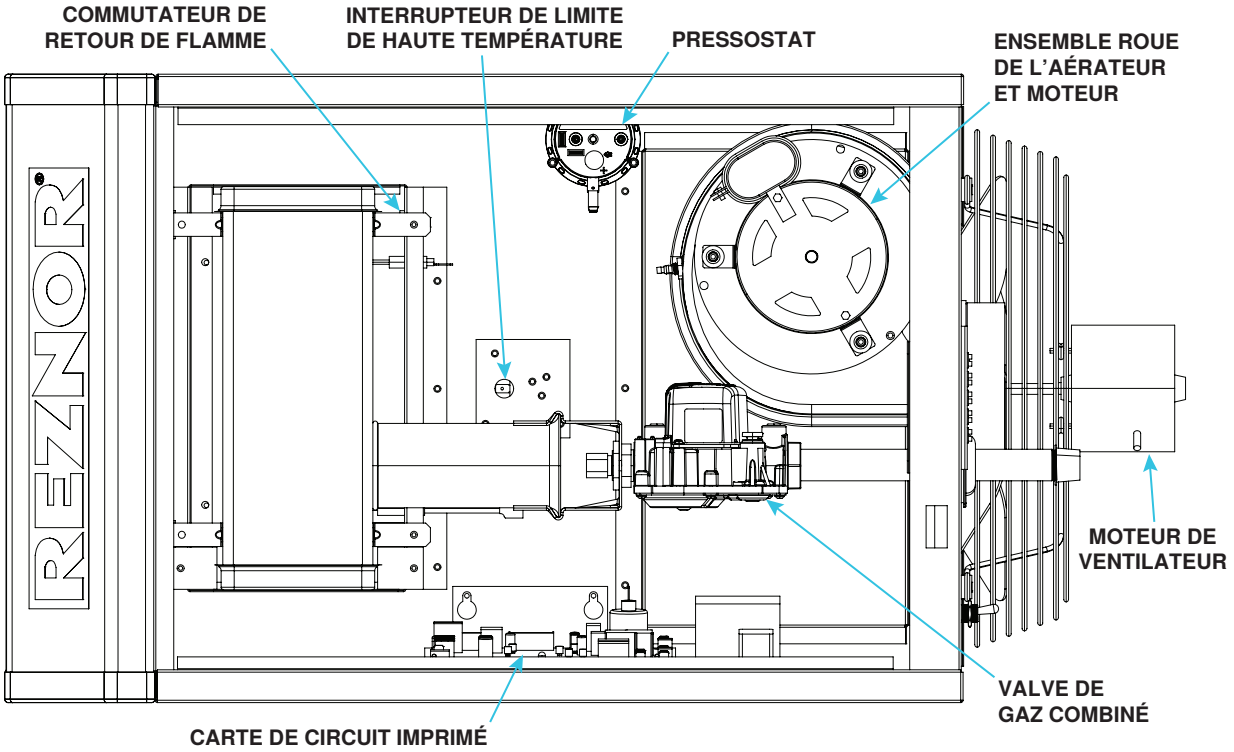

Figure 19. Emplacements de contrôle (typiques)
- Le pressostat (commutateur de débit d'air de combustion) (voir **Figure 19**) est un commutateur sensible à la pression qui surveille la pression d'air pour s'assurer que le débit d'air de combustion est suffisant.
Toutes les unités sont équipées d'un interrupteur de limite de haute température (voir **Figure 19**). L'interrupteur est réglé en usine et elle n'est pas ajustable. Si le point de consigne est atteint, l'interrupteur interrompt l'alimentation électrique de la vanne combinée gaz. Ce dispositif de sécurité offre une protection en cas de panne du moteur ou de manque de circulation d'air causée par une restriction de l'entrée ou de la sortie d'air.
Le moteur de l'aérateur (voir **Figure 19**) est fixé à la roue de l'aérateur pour fournir une circulation d'air de combustion. Son fonctionnement est contrôlé par une carte de circuits imprimés (reportez-vous à la section **Carte de circuit imprimé (module de commande DSI)**).
Tailles d'unité 30–125 du modèle UDXC sont équipés d'un commutateur de retour de flamme à réinitialisation manuelle actionné par la température (voir **Figure 19**). L'interrupteur, situé derrière le support du corps du brûleur supérieur, est réglé en usine et il n'est pas ajustable. Lorsque le point de consigne est atteint, le commutateur coupe l'alimentation électrique à la vanne de gaz. Lorsque le commutateur de retour de flamme est actionné, identifiez et corrigez la cause avant de le réinitialiser.
La vanne de gaz combinée (voir **Figure 19**) est alimentée par un circuit de commande 24V via le thermostat et des commandes de sécurité. La vanne de type diaphragme est réglée en usine et elle contrôle la circulation de gaz.
Le moteur du ventilateur (voir **Figure 19**) est équipé d'une protection de surchauffe à réinitialisation automatique. Si le moteur ne fonctionne pas, la cause peut être simplement que le courant ne convient pas. Assurez-vous que la tension requise est acheminée vers le moteur.
Le système d'allumage de l'appareil de chauffage est contrôlé par un circuit imprimé (voir **Figure 19**), un module de commande Direct-Spark Integrated (DSI) (voir **Figure 10**), qui surveille les dispositifs de sécurité et contrôle le fonctionnement des moteurs du ventilateur et de l'aérateur ainsi que la vanne de gaz combinée entre les cycles de chauffage. L'afficheur à sept segments (SSD) du module est visible à travers une fenêtre sur le panneau de porte d'accès. De plus, une DEL de statut se trouve dans le bas de l'appareil de chauffage. Les indications de statut sont éteintes (l'appareil n'est pas sous tension ou le tableau de commande est en panne), elles restent allumées (l'appareil est allumé et aucune panne n'est détectée) ou elles clignotent (l'appareil est allumé et au moins une panne est détectée). Des indications de statut supplémentaires sont présentes sur l'afficheur dans le bas du module de commande (étiquetées DSP1, voir **Figure 10**). Les codes d'affichage sont donnés et décrits au la section **Dépannage de l'appareil à l'aide du module de commande DSI**.